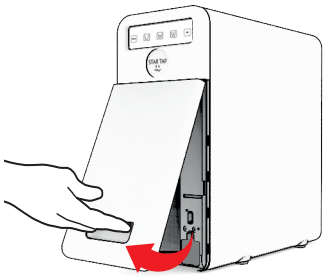

Fig. 1-13
21.2 - Con una mano, afferrare lo sportello frontale dalla maniglia posta sulla parte inferiore tirando in modo deciso verso l'esterno fino a completa estrazione, vedi Fig. 1-13.